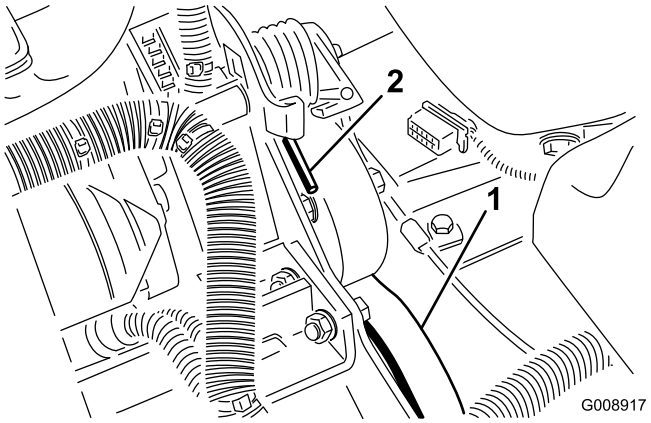

Figur 73
2. Trykk ned og frem på fjærenden (Figur 73) for å hekte den av braketten og frigjøre fjærens spenning.